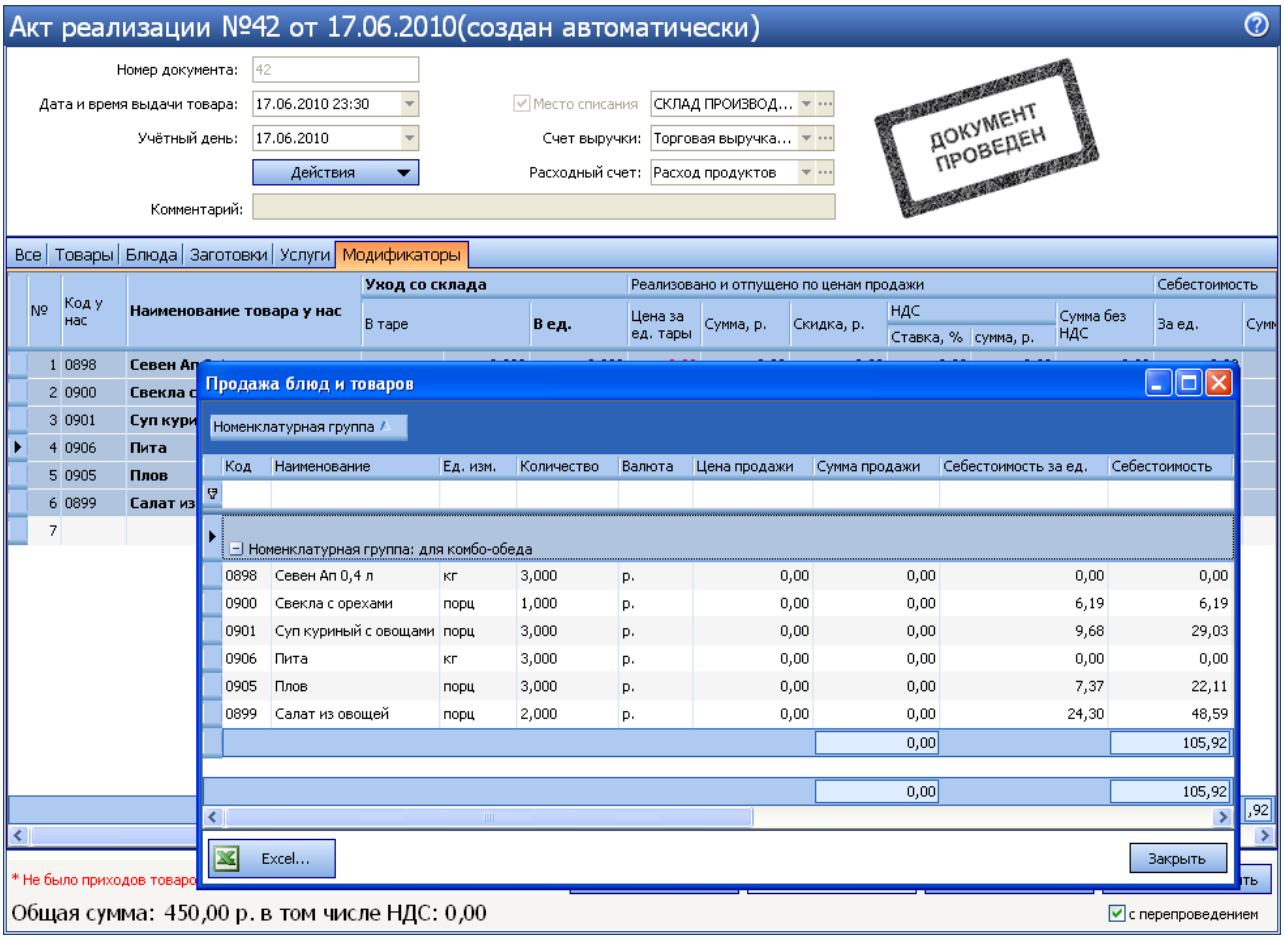

Рисунок 163 Акт реализации – Продажа блюд и товаров
- В Актах реализации на закладках **Модификаторы** и **Блюда**, отчет «Продажа блюд и товаров» (см. Рисунок 163).